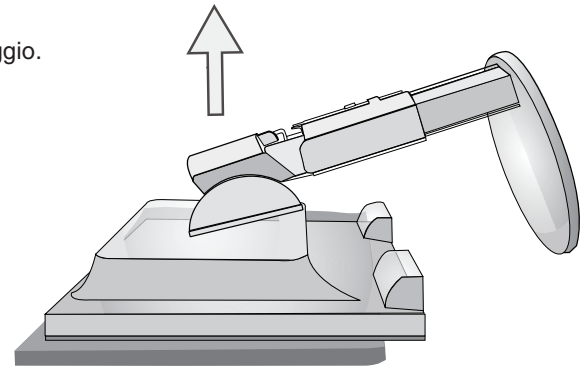

Figura S.3
5. Rimuovere il supporto (**Figura S.3**).